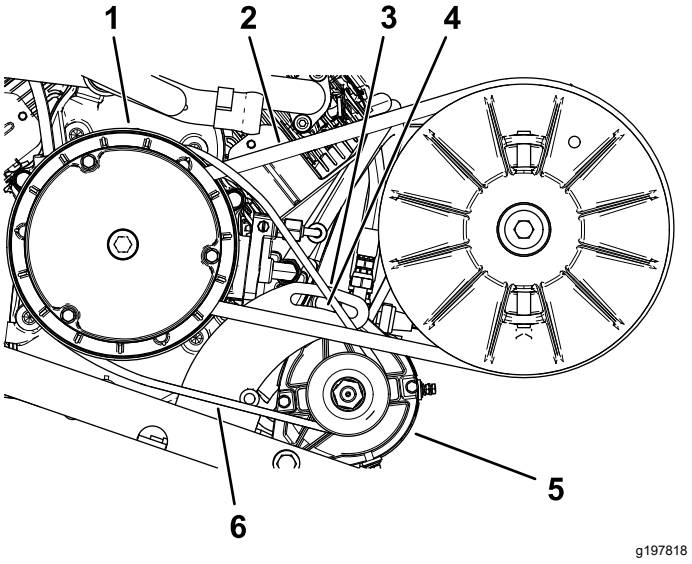

**Figuur 70**
2. Draai de ankerbout van de dynamo van de starter los (Figuur 70).
4. Duw het breekijzer naar beneden om de starter omlaag in de sleuf te draaien tot de riem niet meer dan 6 mm doorbuigt als u een kracht van 44 N·m uitoefent (Figuur 70).
5. Draai de kantelmoer met de hand vast en verwijder het breekijzer (Figuur 70).